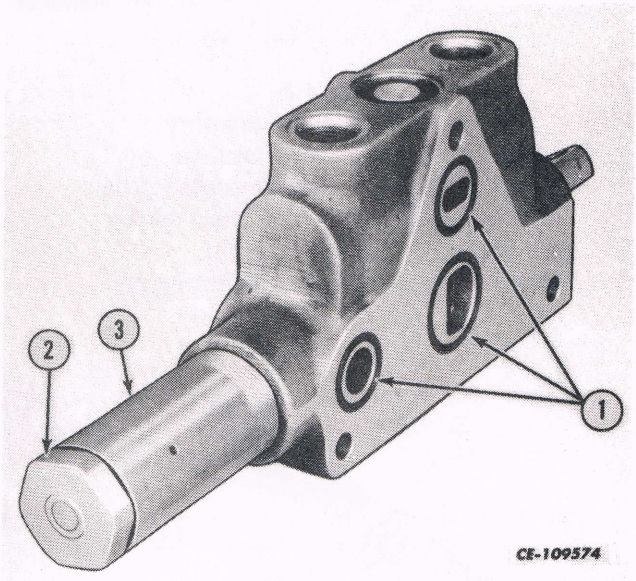

Fig. 43
1. Remove the end cap (2). See Fig. 43.